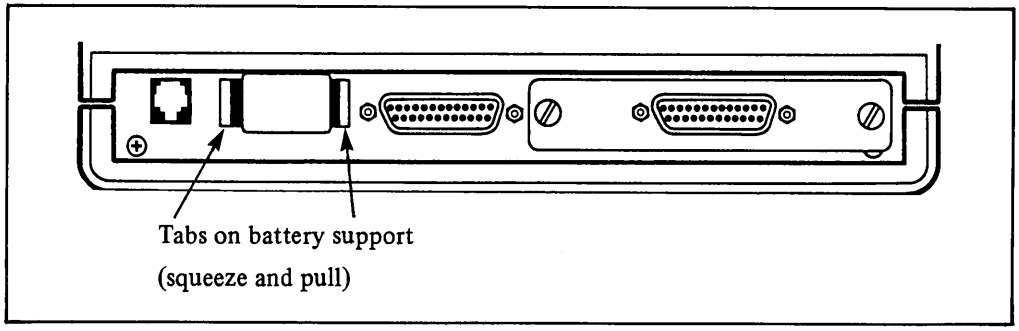

Figure 9-1. Removing the Batteries
The non-volatile portion of memory that contains the terminal's configuration data is protected against destruction by two batteries located just above the rear panel of your terminal. Figure 9-1 shows the rear panel and the location of the batteries.
2. Squeeze the tabs on either side of the battery support (shown in figure 9-1) with enough pressure to disengage the flanges that hold the battery support in place.